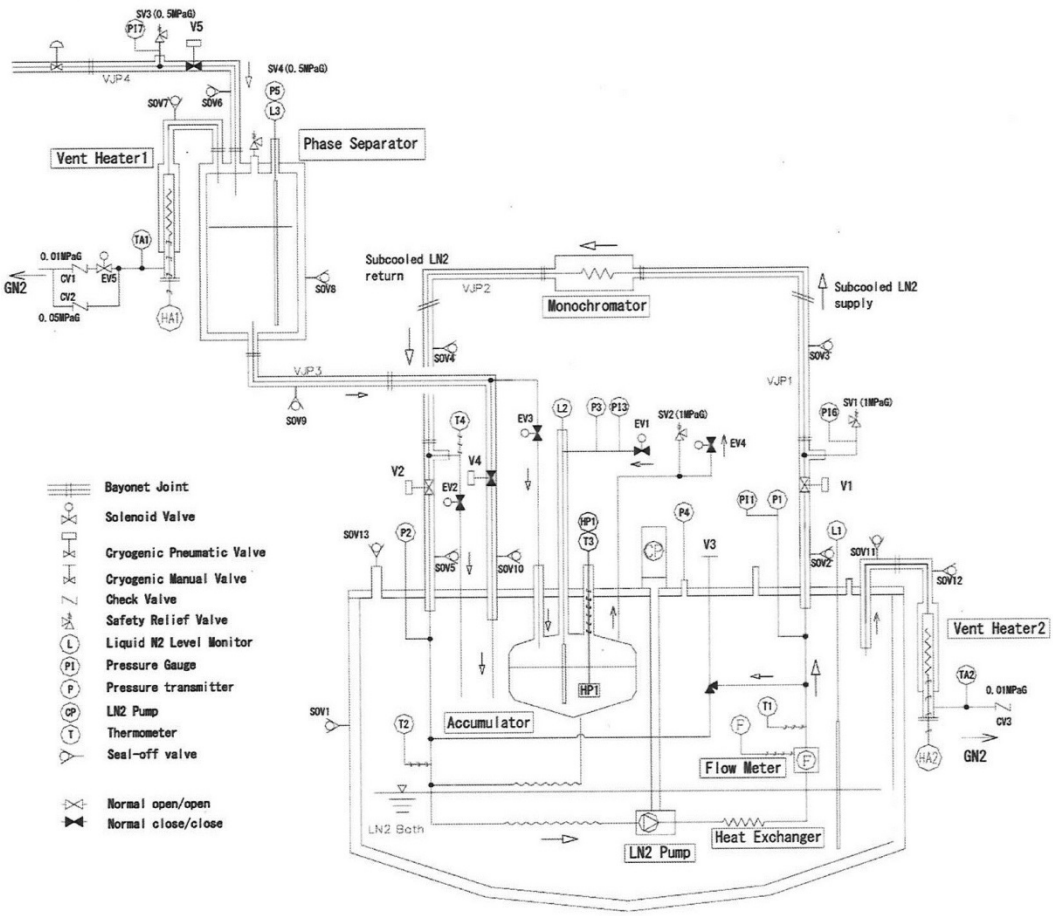

Figure 4-1: Flow Diagram
4.12 The system is in the proper configuration, as shown in the Flow Diagram in Figure 4-1, from section 9 of Attachment A, *Suzuki Shokan User Manual*.